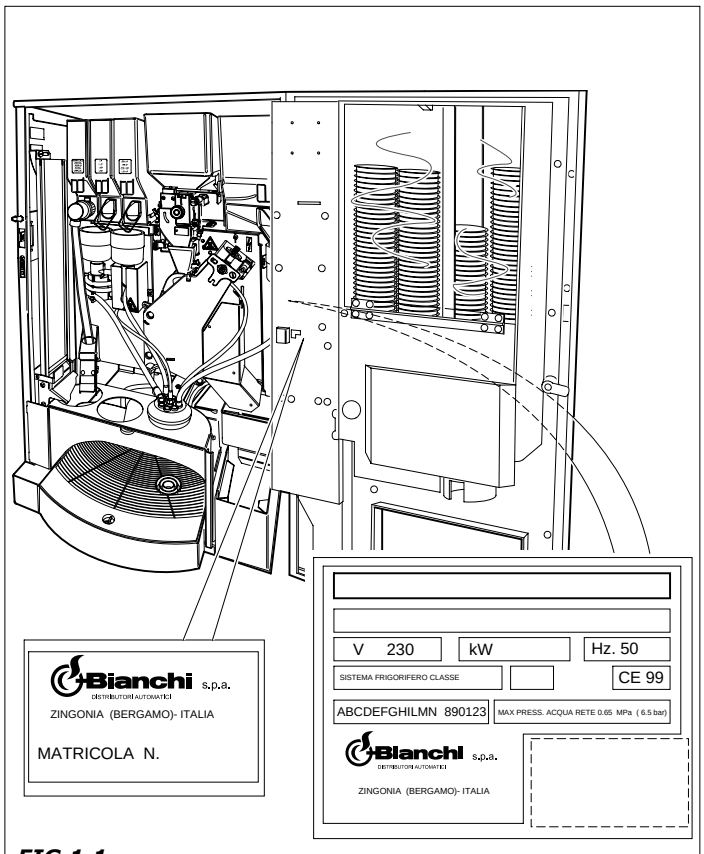

FIG.1.1
- *os dados indicados sobre a matricula (Fig.1.1)*